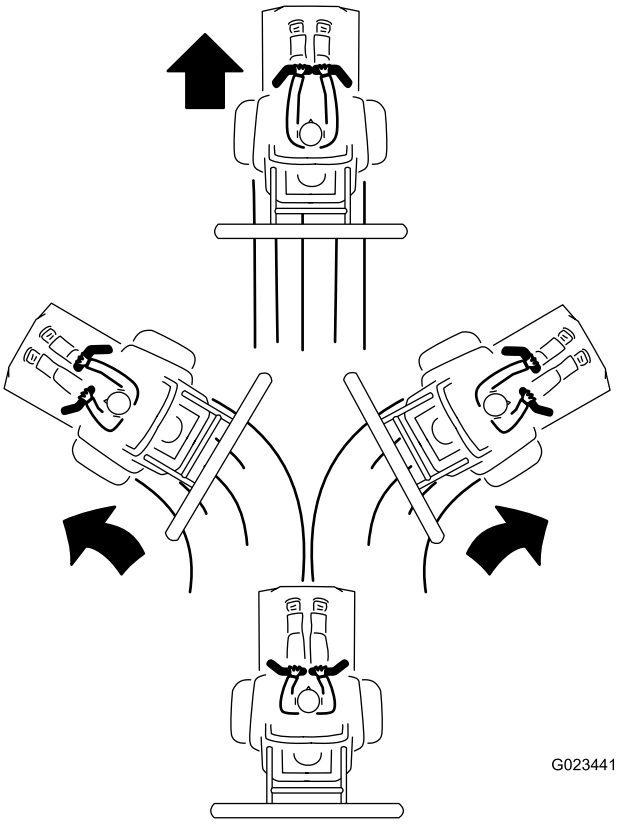

Figur 25
3. Skyv kontrollhåndtakene forsiktig forover for å gå fremover (Figur 25).